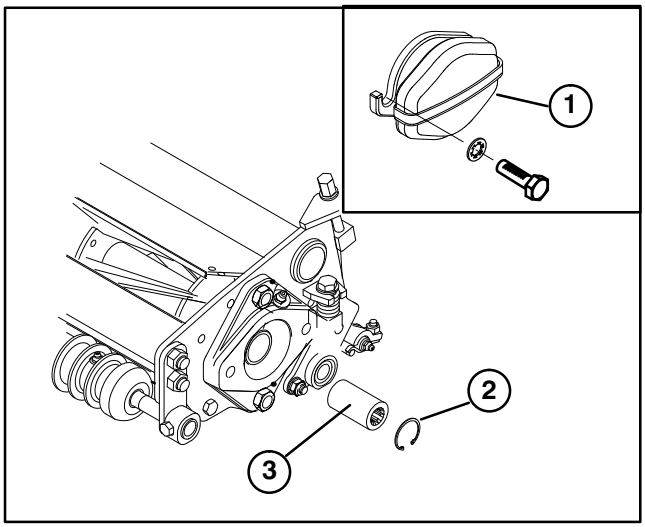

Figure 7
INSTALL CUTTING UNITS (Fig. 7–9)
A. Remove (2) capscrews and lockwashers securing counter weight to left end of cutting unit. Remove counter weight (Fig. 7, inset).